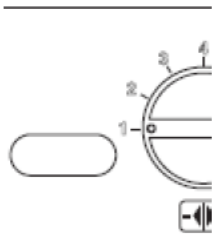

рис. 5.54
• Чтобы выйти из режима программирования установите переключатель функций 3 как показано на рис. 5.54.